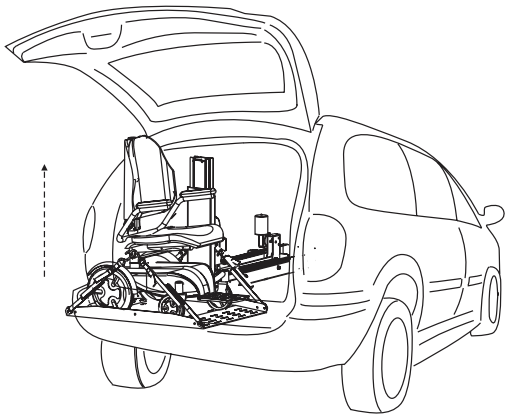

Figure 3-4
4. **Raise the Chair.** Double-check that the chair is secured properly on the platform. While holding the hand control, stand to the side and away from the lift. Press the "UP" button. *[Figure 3-4]*